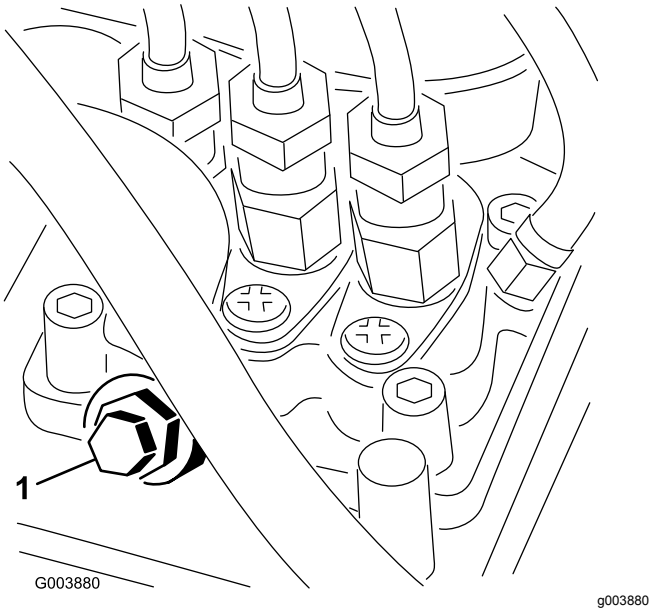

**Figur 36**
4. Öppna avluftarskruven på bränsleinsprutnings-pumpen (Figur 36).